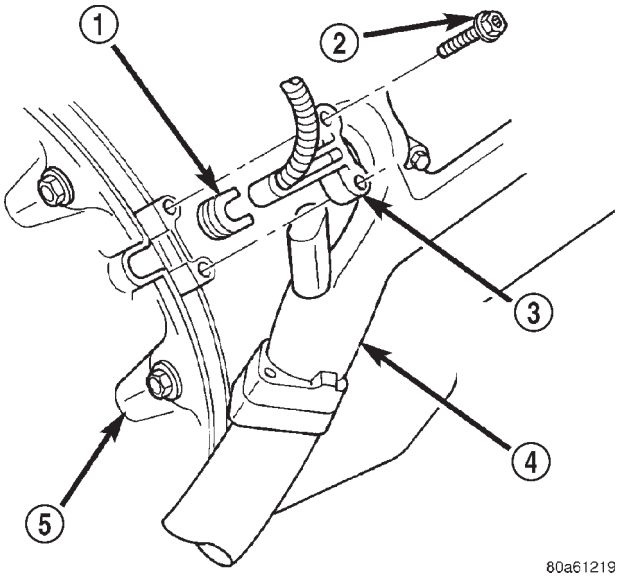

Fig. 26 Crankshaft Position Sensor
The sensor is bolted to the top of the cylinder block near the rear of right cylinder head (Fig. 26).
(1) Remove the air cleaner intake tube.
(2) Disconnect crankshaft position sensor pigtail harness from main wiring harness.
(3) Remove two sensor (recessed hex head) mounting bolts (Fig. 26).
(4) Remove sensor from engine.